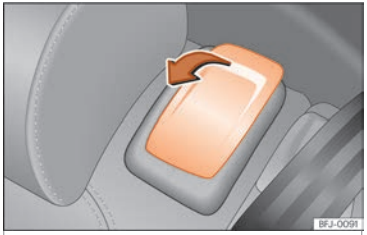

Fig. 111 Seconde rangée de sièges : commandes de l'aide à l'accès.
- Tirez le levier de déverrouillage dans le sens de la flèche ››› fig. 111.
- Tirez le levier ››› fig. 111 et poussez le dossier du siège vers l'arrière de sorte qu'il soit en position verticale. L'ensemble du siège s'abaisse ››› ⚠.